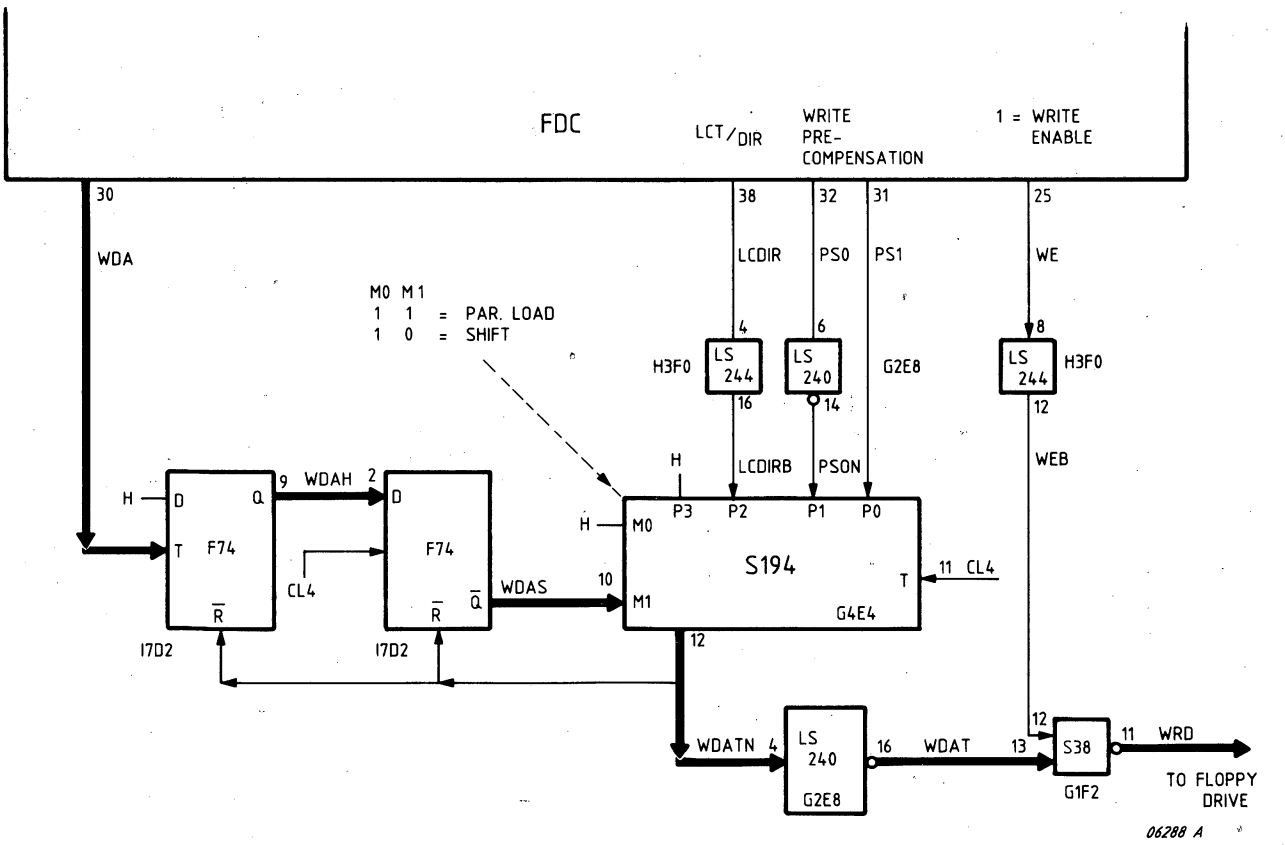

Figure 3.22 PREWRITE COMPENSATION FOR FLOPPY DISK
3.2.5.3.4 PREWRITE COMPENSATION FOR FLOPPY DISK (SEE FIGURE 3.22 AND 4.4)